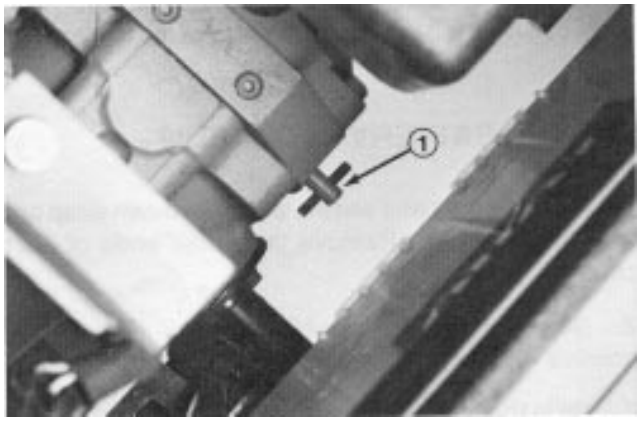

Figure 23
1. Reach under traction unit and rotate by−pass valve (Fig. 23) 1/2 to 1 turn counterclockwise. Opening the valve opens an internal passage in the transmission, thereby by−passing transmission oil. Because fluid is by−passed, traction unit can be moved without damaging the transmission.